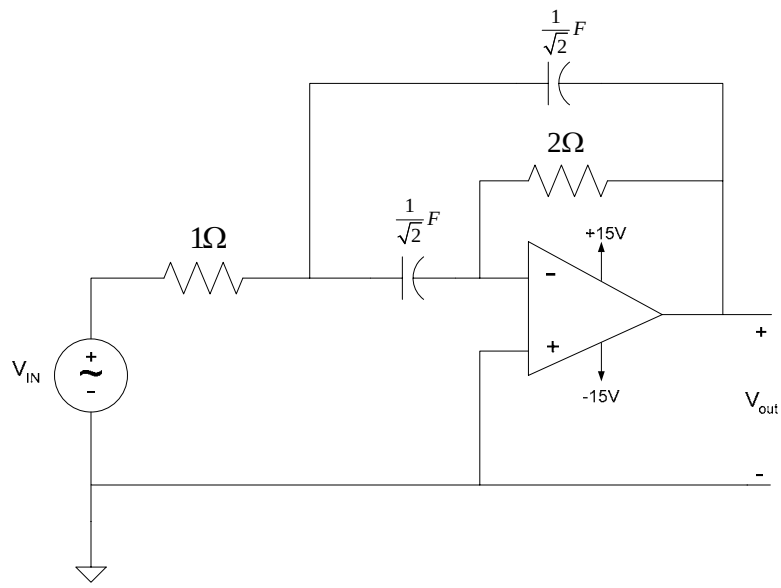

Figure 3: Butterworth Band-Pass Filter
- Derive the transfer function for the circuit of Figure 3